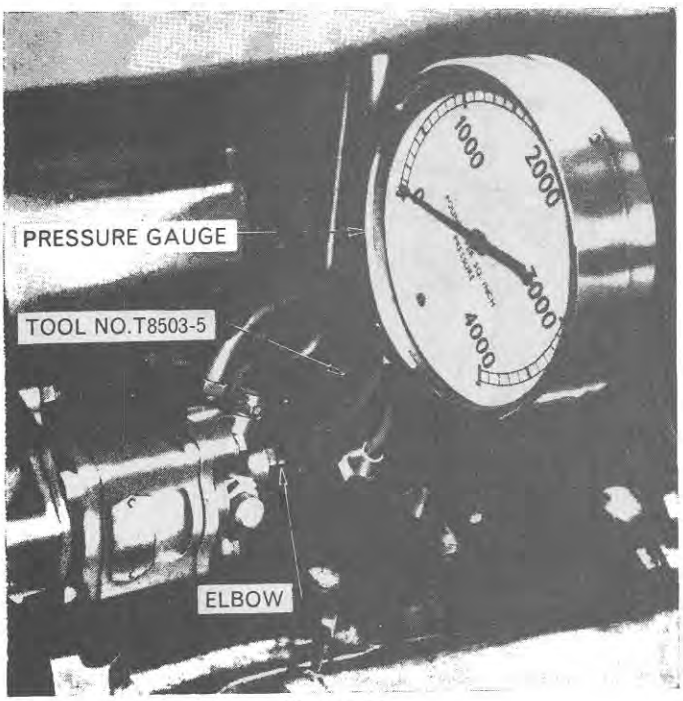

Figure 28
13. Disconnect the pump pressure pipe from the pump and connect the T.8503 pressure gauge and T.8503-5, Figure 28, adaptor or use 'Imperial Brass, Female coupling (Female Flare to Male Pipe Thread) No. 664-F-$\frac{3}{8}$", $\frac{5}{8}$"-18 × $\frac{1}{4}$" with $\frac{1}{4}$" × $\frac{1}{4}$" pipe coupler and Gauge No. N-1100-3. Start the engine and obtain a reading on the gauge of the pump relief valve setting. Refer to the specifications section for the correct setting.